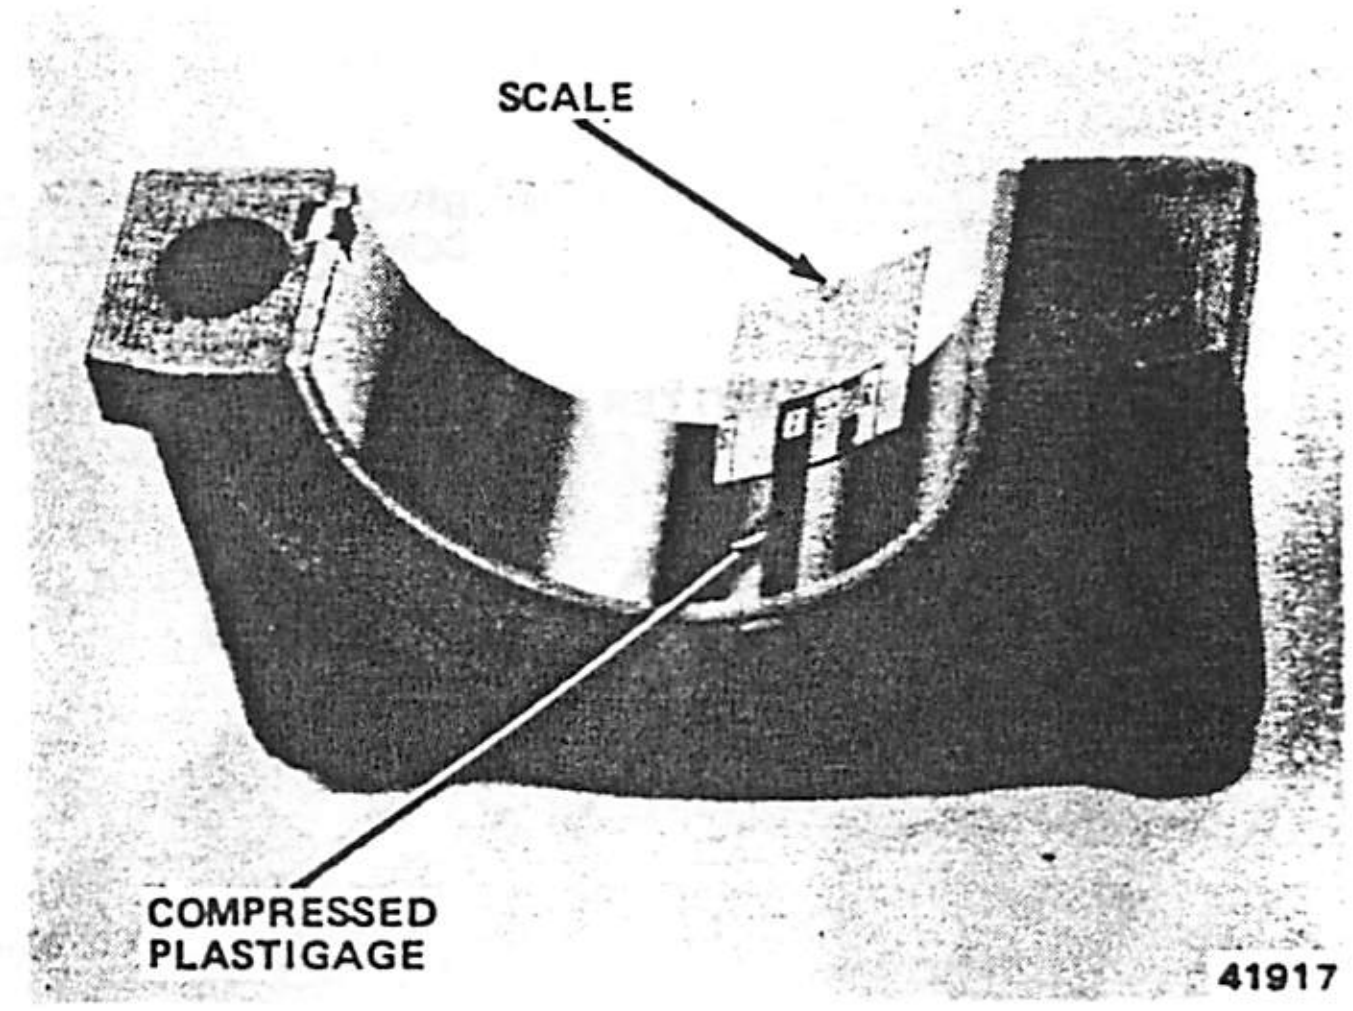

Fig. 1B-38 Measuring Bearing Clearance
(3) Install bearing cap and insert. Tighten retaining bolts evenly with 65 foot-pounds (88 N•m) torque..
(4) Remove bearing cap. Flattened Plastigage will be adhering to either bearing insert or journal.
(5) Without removing Plastigage, measure its compressed width (at the widest point) (fig. 1B-38).